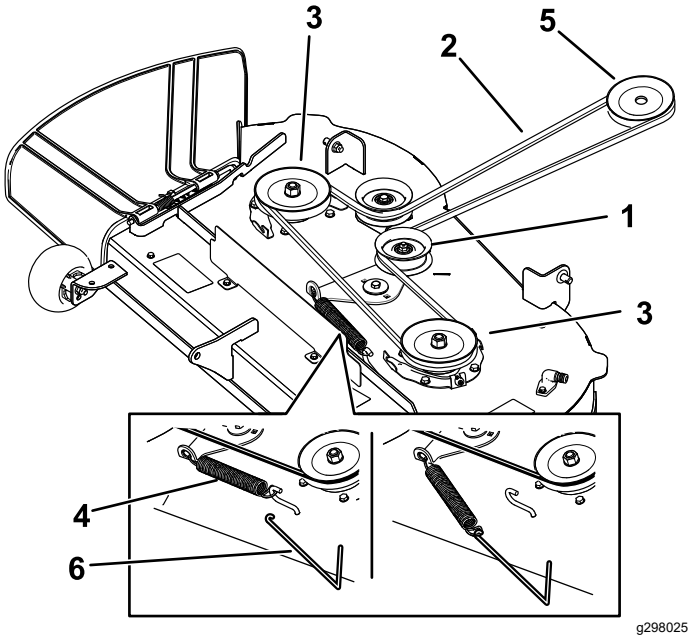
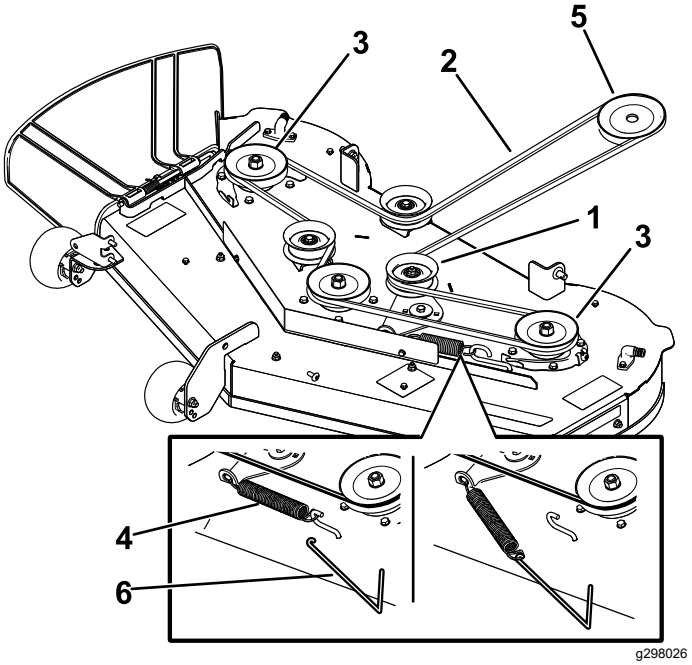

Figure 54
Figure 55
6. À l'aide d'un outil de dépose de ressort (réf. Toro 92-5771), décrochez le ressort du crochet sur le plateau pour détendre la poulie de tension et déchaussez la courroie des poulies (Figure 54 ou Figure 55).
7. Acheminez la courroie neuve autour des poulies du moteur et du plateau de coupe (Figure 54 ou Figure 55).
8. À l'aide d'un outil de dépose de ressort (réf. Toro 92-5771), accrochez le ressort à l'ergot sur le plateau pour tendre la poulie de tension et la courroie de plateau du coupe (Figure 54 ou Figure 55).